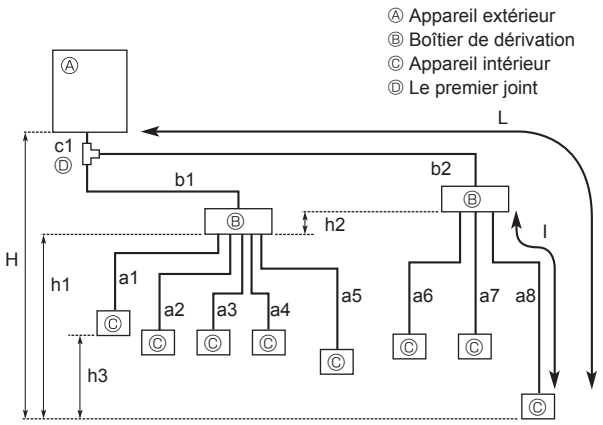

Fig. 5-1
5.2. Longueur de tuyau et différence de hauteur (Fig. 5-1)